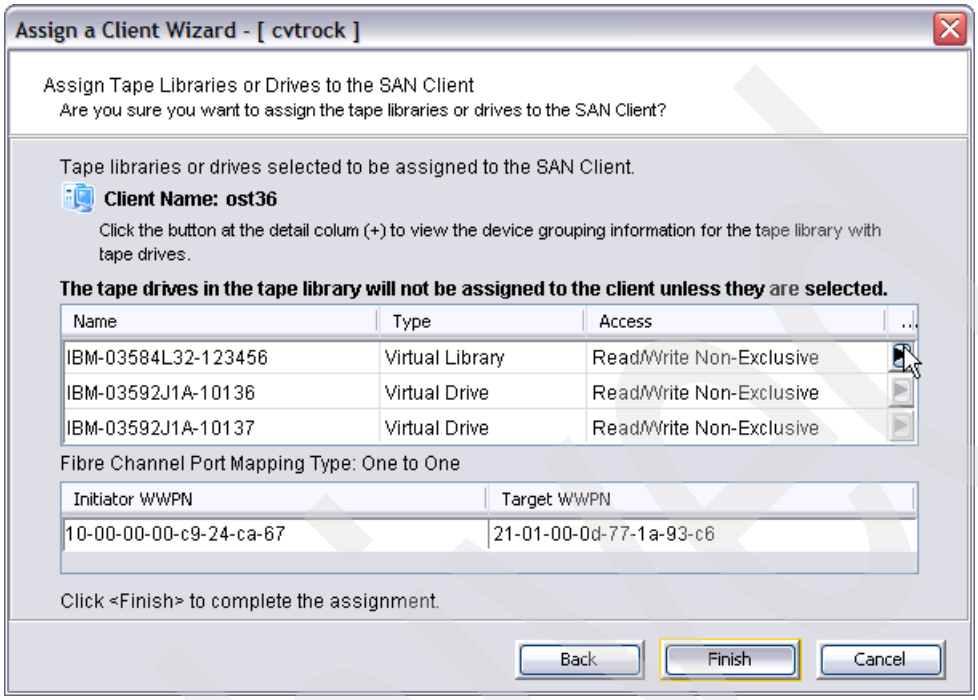

Figure 4-42 Summary of the client assignment
4. In the Assign Tape Libraries or Drives to the SAN Client panel (Figure 4-42), verify your selection before you make this assignment. If everything appears to be correct, click **Finish**. To make changes, click the **Back** button.